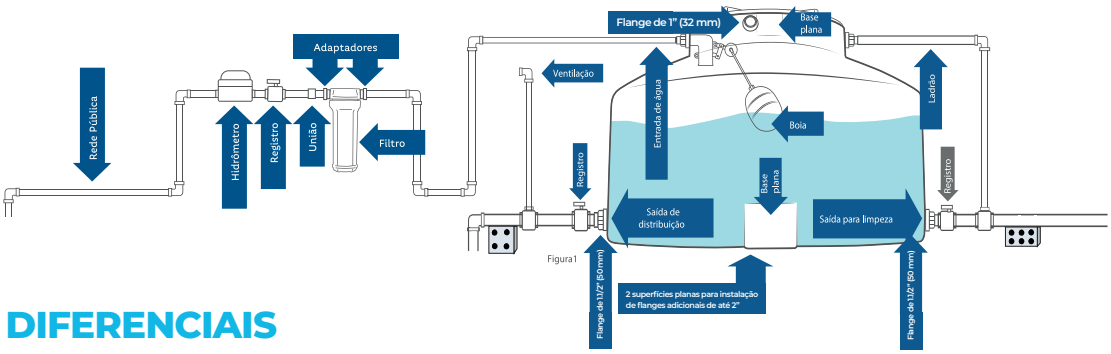

Figura 1
• Os furos para a instalação hidráulica devem ser feitos somente no centro das bases planas inferiores ou superiores (Figura 1), utilizando serra copo compatível com a conexão que se pretende instalar.
• As tubulações de entrada e extravasão deverão ser instaladas nas bases planas superiores (Figura 1), perpendicularmente às paredes do reservatório e niveladas em relação a sua base.
• A tubulação de limpeza do reservatório permite o seu esvaziamento, sempre que necessário. Deve ser instalada na lateral, em uma das bases planas inferiores (Figura 1).
• A tubulação de saída deverá ser instalada na base plana inferior na lateral do reservatório (Figura 1), respeitando a altura mínima de 2 cm em relação ao seu fundo.